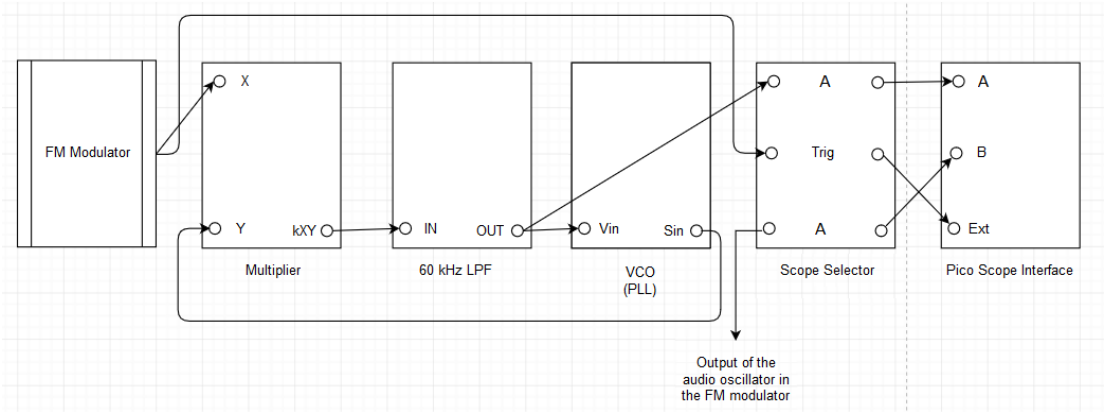

**Figure A.5.4: NBFM and WBFM demodulator setup.**
i. Retain the modulator setup with modulation index of 0.3 and make the demodulator setup as show in Figure A.5.4.